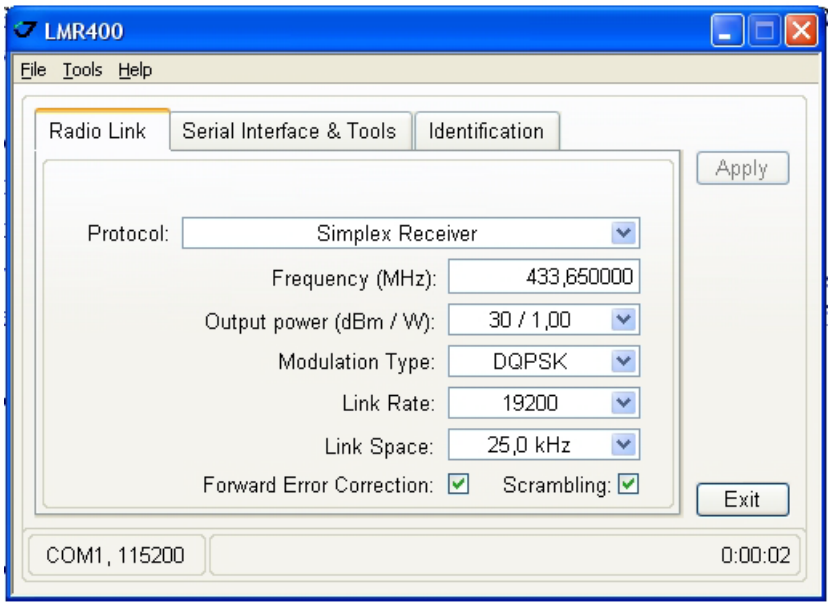

Рисунок 18. Закладка Radio Link
1. В закладке *Radio Link*, установите следующие параметры (Таблица 13) и нажмите *Apply* (Рис. 18 на стр. 38).